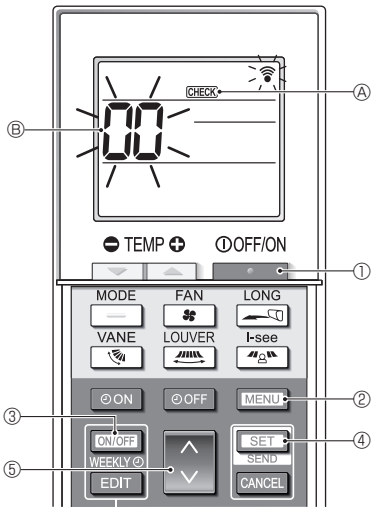

Rys. 7-6
7.3.2. Bezprzewodowy pilot zdalnego sterowania (Rys. 7-6)
■ **Autokontrola (Rys. 7-6)**
1. Nacisnąć przycisk ①, aby wyłączyć klimatyzator.
- Jeśli programator tygodniowy jest włączony (jest wyświetlana ikona WEEKLY), należy nacisnąć przycisk ON/OFF WEEKLY ③, aby go wyłączyć (nie jest wyświetlana ikona WEEKLY).
2. Nacisnąć przycisk MENU ② na 5 sekund.
3. Nacisnąć przycisk ⑤, aby wybrać adres czynnika chłodniczego (adres M-NET) Ⓑ jednostki wewnętrznej, dla której ma zostać przeprowadzona autokontrola.
4. Nacisnąć przycisk SET ④.
5. Nacisnąć przycisk ①.